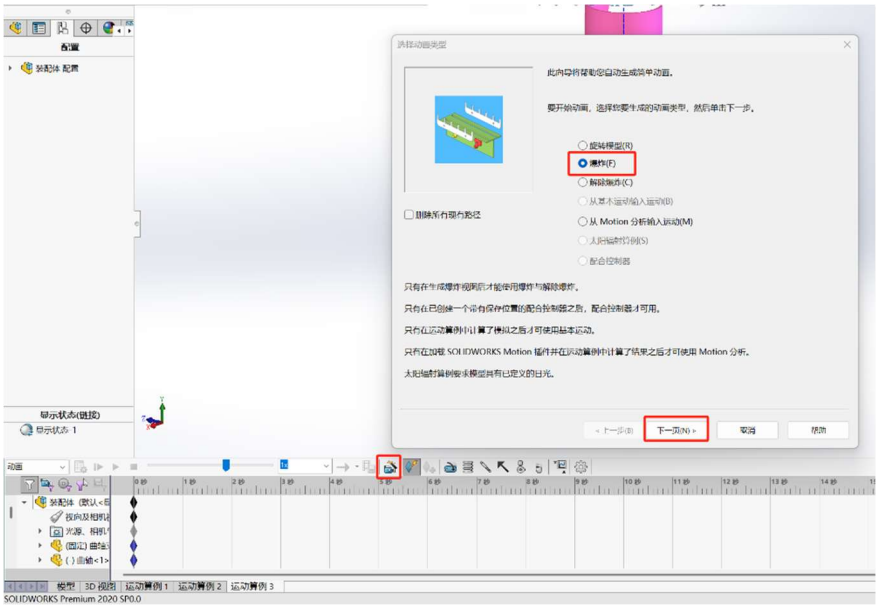

图 16 创建爆炸过程动画
①爆炸过程动画：新建运动算例，点击动画向导 ，选择爆炸，点击“下一页”，如图 16 所示。